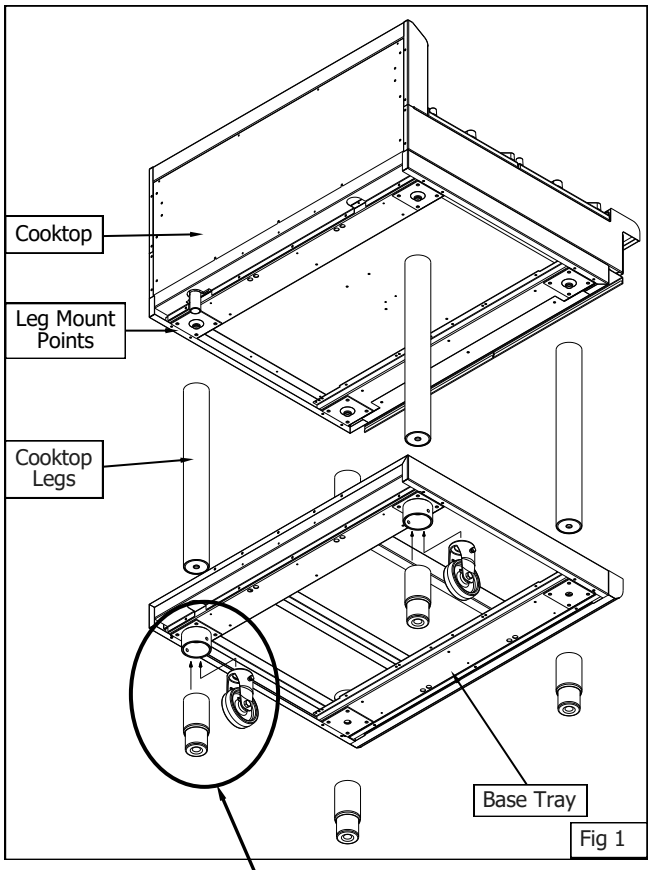

Fig 1
8. The two rear leg housings can be fitted with either adjustable legs or rollers. (See Figure 1).